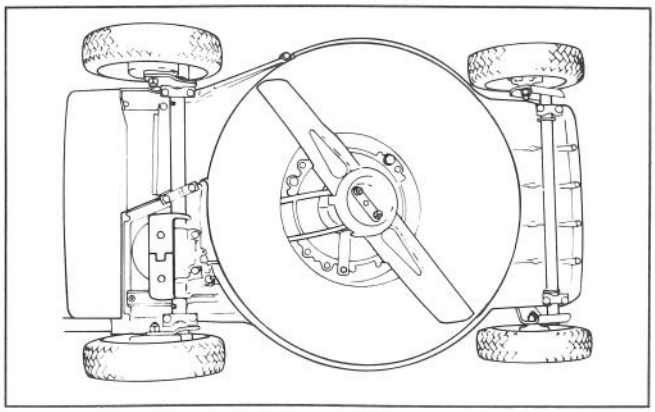

Figure 30
2. Tip mower on its left side (Fig. 30). Avoid rotating blade because starting problems may result.